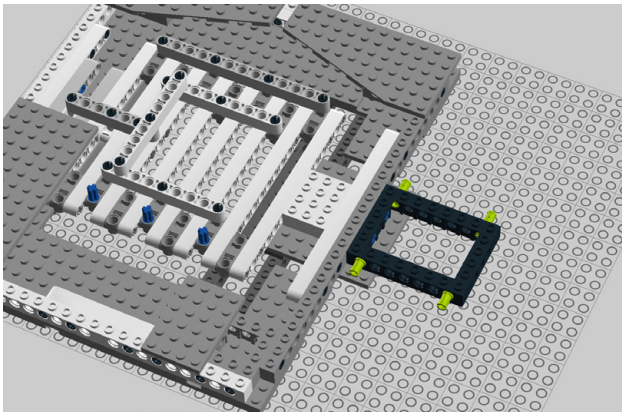

Figure 8-42. *Step 37: Adding four more pegs*
37. Add four connector pegs to the 6x8 Technic brick (Figure 8-42).